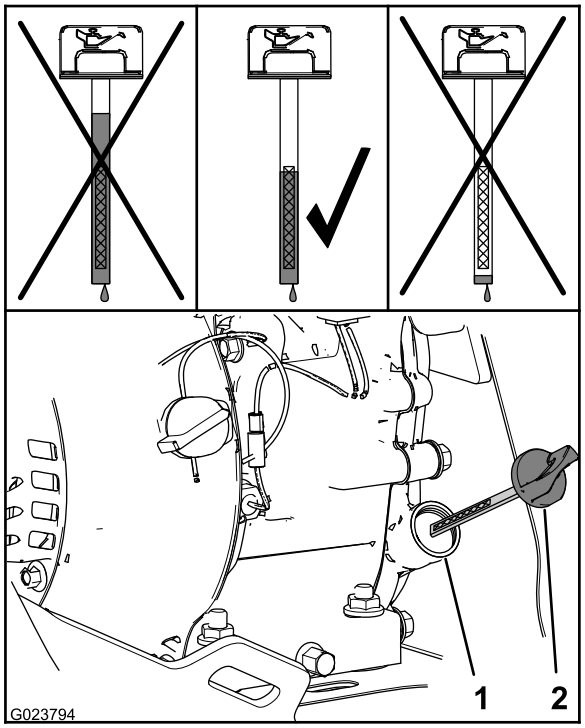

Figur 25
2. Tag målepinden ud, og kontroller oliestanden på målepinden (Figur 25).
Bemærk: Oliestanden bør være øverst på indikatoren på målepinden (Figur 25).
A. Hæld den angivne olie i påfyldningsstudsen (Figur 25).